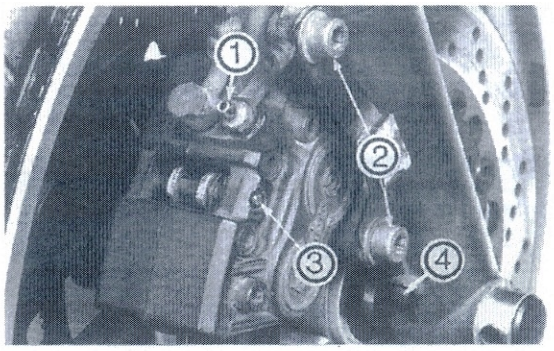

Bild 45
- Vorn: Bremssattel von Gabel abnehmen, Belagstift ③ Bild 45 mit Durchschlag herausschlagen und Beläge nach unten aus Sattel entnehmen.
- Vorn: Beläge von unten in Sattel einsetzen und Sicherungsstift ③ Bild 45 eintreiben. Sattel auf Bremsscheibe aufsetzen und an Gabel befestigen.
- Auffanggefäss unter Ablass-Öffnung stellen und Ablass-Schraube ④ Bild 45 ausdrehen. Auf Verbleib der Dichtscheibe achten!